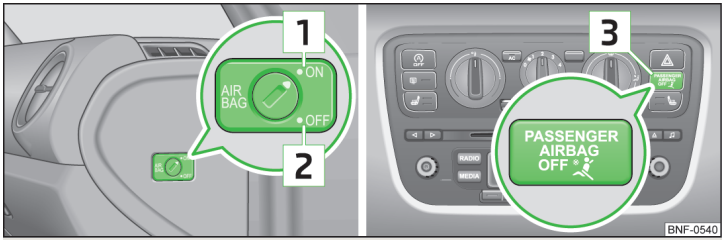

Fig. 10 **Key switch for front passenger airbag/warning light for front passenger airbag activation/deactivation**
- The warning light PASSENGER AIR BAG OFF 3 » Fig. 10 *on page 17* lights up after the ignition has been turned on.
› Use the key to turn the slot of the key switch into position 2 » Fig. 10 **OFF**.
› Use the key to turn the slot of the key switch into position 1 » Fig. 10 **ON**.